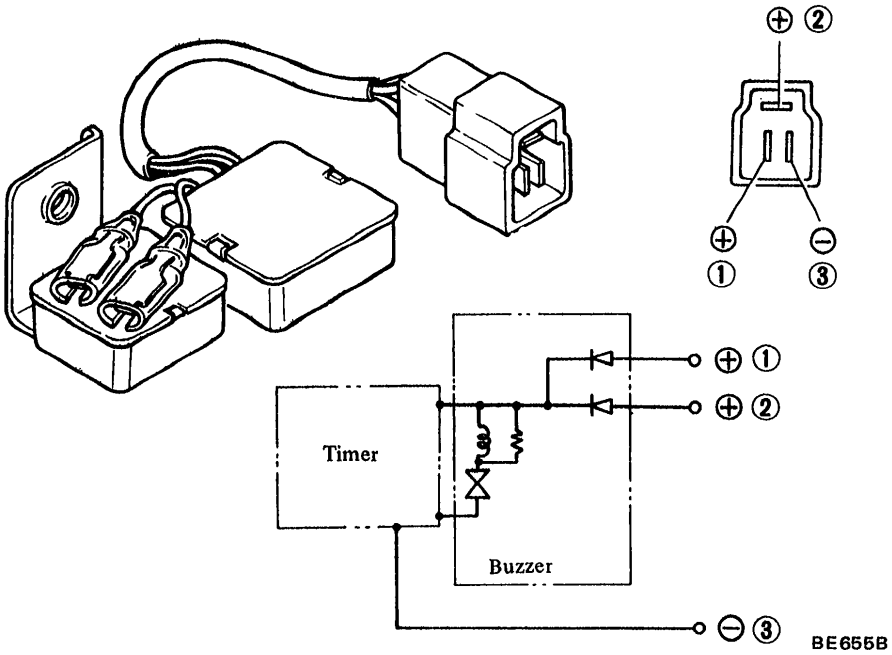

Fig. BE-146 Buzzer
Apply 12V direct current between ①–③ or ②–③ and check whether buzzer sounds or not. The buzzer must sound when ①–③ and ②–③ are connected to power circuit. See Figure BE-146 for warning buzzer.